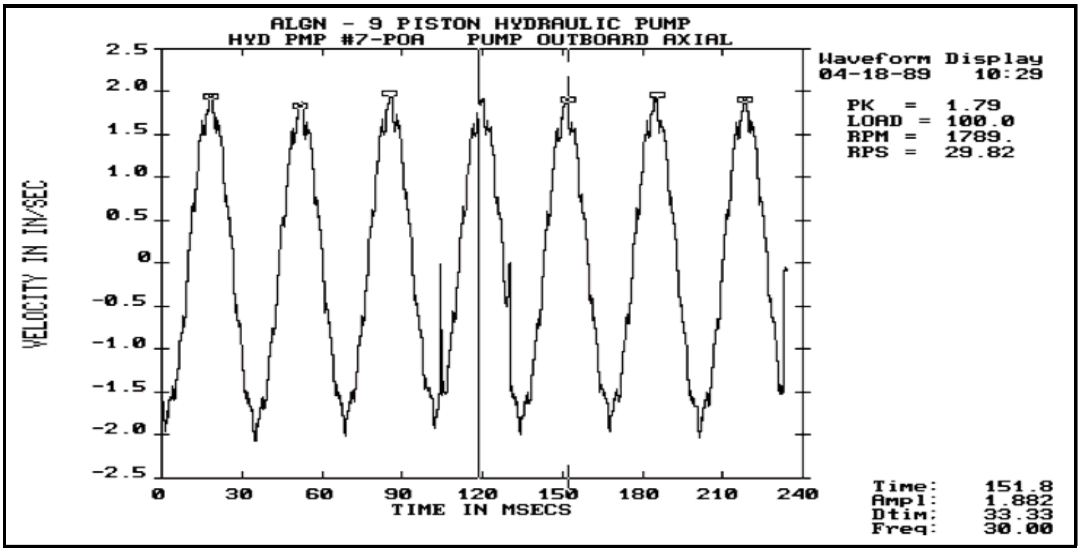

Figure 16
5) Periodic, sinusoidal waveform (Figure 16)
6) Little impacting (Figure 16)